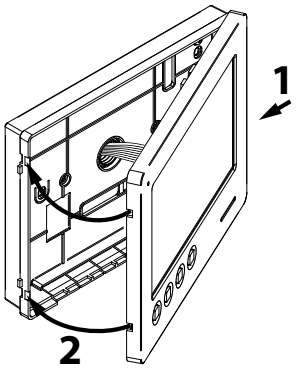

Fig. 7
6. Once testing is complete and all the necessary adjustments are made, close the unit as shown in **Fig. 7**: first hook in the right part and then the left part until you hear a **"CLICK!".**